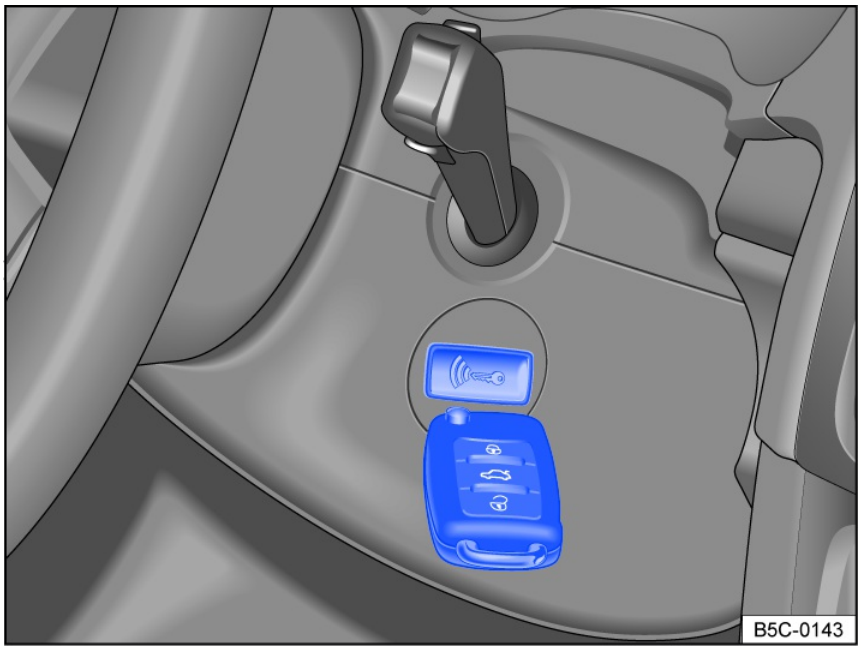

Fig. 89 On the right side of the steering column: emergency start function on vehicles with Keyless Access with push-button start.
2. Hold the vehicle key on the right side of the steering column trim panel immediately after pressing the starter button *fig. 89*.